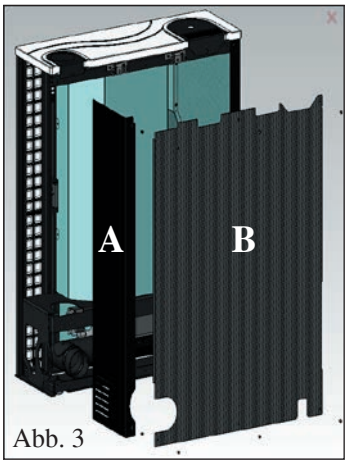

Abb. 3
- 2 Schrauben entfernen und seitliche Metallverkleidung abmontieren (A - Abb. 3).
- 6 Schrauben entfernen und das Rückblech abmontieren (B - Abb. 3).